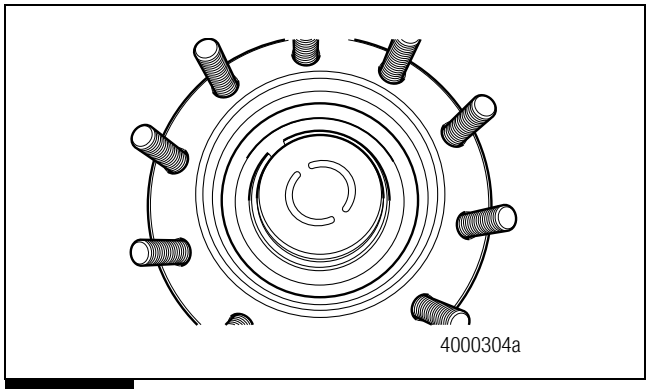

Figure 6.59
1. Install the hubcap into the hub unit by hand. Figure 6.59.
1. If a hub puller is not available, install the hubcap into the hub unit by hand. Figure 6.59.